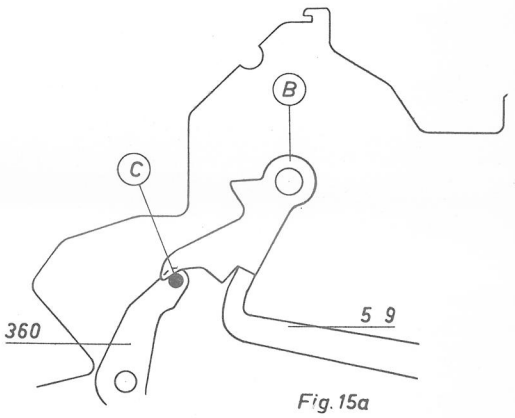

Fig.15a
Am Ende der letzten M-Umdrehung läuft die Nase der Kurve (665,Fig.15) über den Zapfen Z. Dadurch wird der untere Arm des Sperrarmes (582) so bewegt,dass er mit seinem Zapfen U (Fig.15) die Tastensperre (589) in ihre Ausgangslage drückt, wo sie in die Sperre B (Fig.15a) einrastet. Der betätigte M-Tastenhebel springt nun durch Federkraft in seine normale Lage zurück.